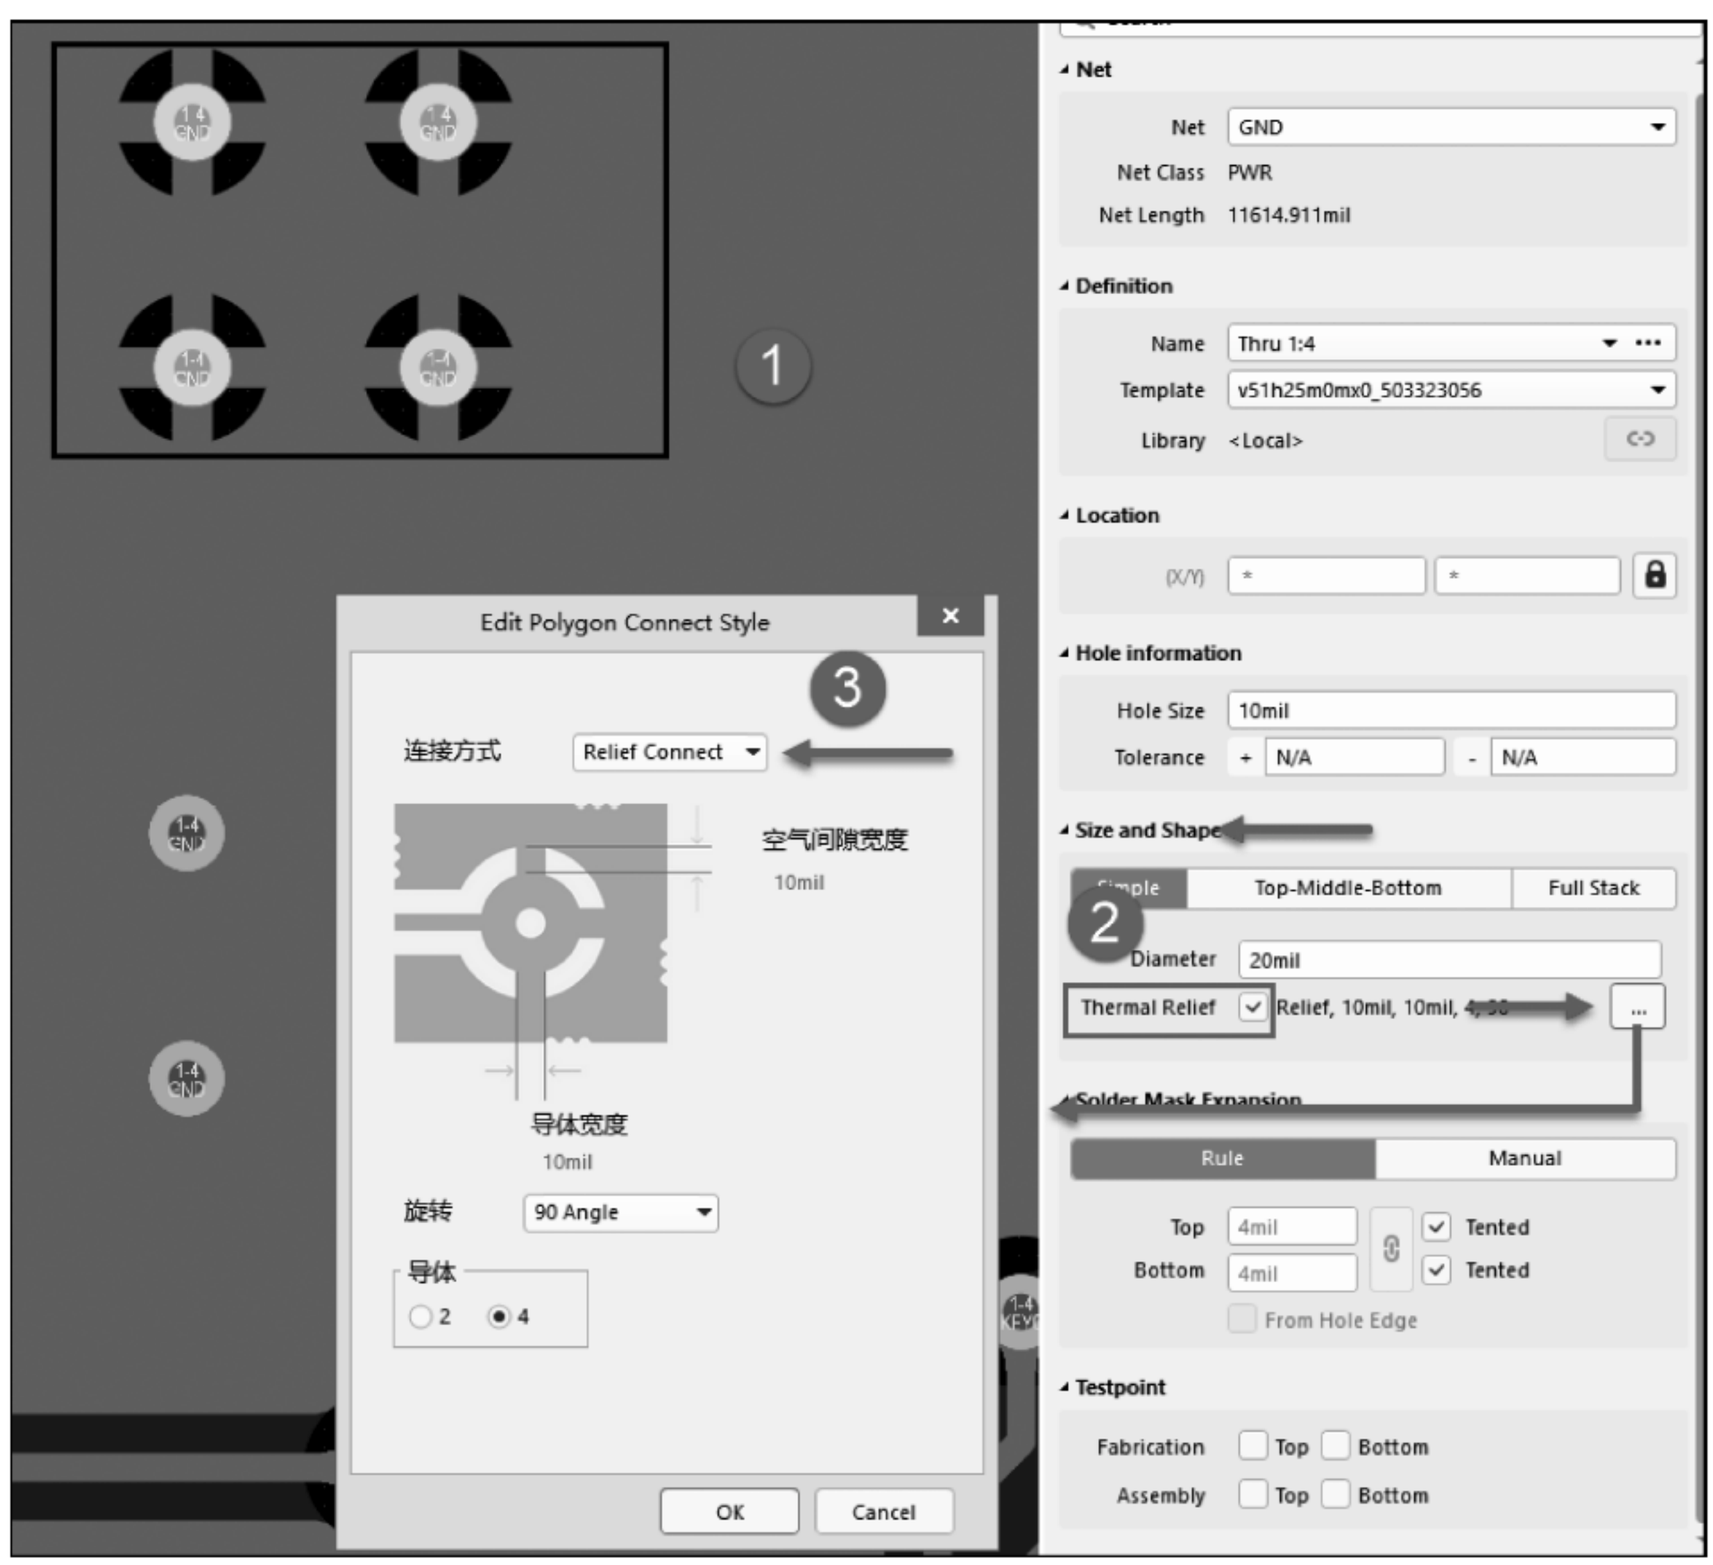

图 2-8　在 Properties 面板中设置过孔/焊盘与铜皮的连接方式
(1) 选择需要设置连接方式的过孔或焊盘,打开 Properties(属性)面板,在 Size and Shape 选项下勾选 Thermal Relief 复选框,单击右侧的 ... 按钮即可打开 Edit Polygon Connect Style 对话框,在该对话框中可设置过孔或焊盘与铜皮的连接方式,如图 2-8 所示。